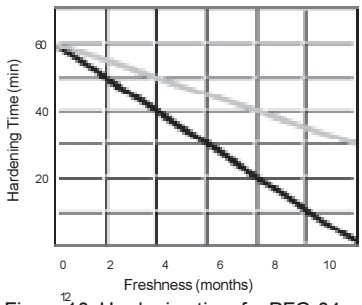

Figure 10. Hardening time for PFG-04 vs Storage Time. The black curve corresponds to a storage temperature of 18 °C and the grey curve to 4 °C.
1).Thermal Hardening after exposure (100°C) - Depending on the layer freshness. See Fig.10.